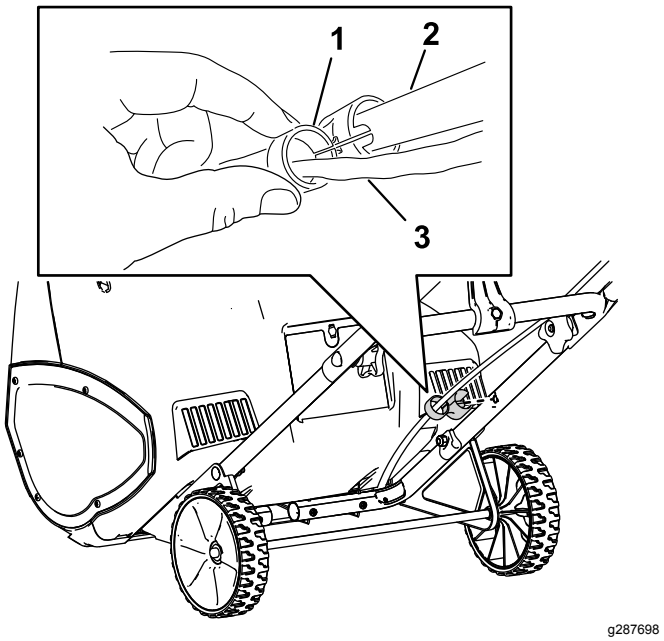

Figur 2
4. Fest kabelføreren på håndtaket (Figur 2).